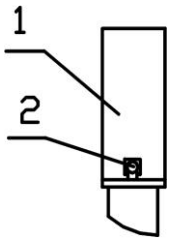

Рис.10.5
10.7.2 Аккуратно уложить кабели в КССТ-1 (КССТ-2, КС-1, КС-2 или КСУМ-1), закрыть крышку 1 (рис. 10.5), закрепить с помощью винтов 2 и опломбировать.